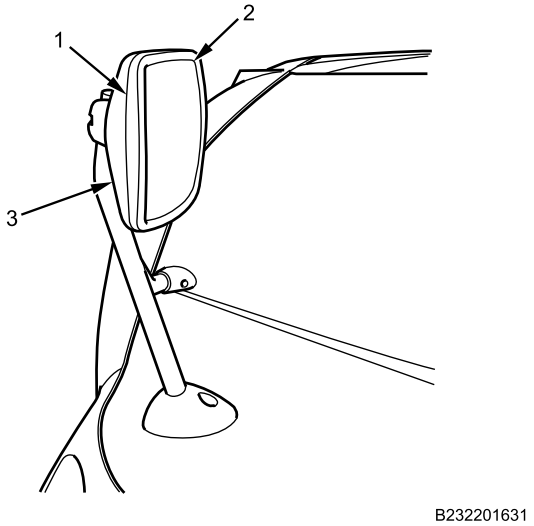

Figure 4. Mirror Trim and Glass.
4. Install mirror glass (Figure 4, Item 2) and trim cover (Figure 4, Item 1) on mirror housing (Figure 4, Item 3).